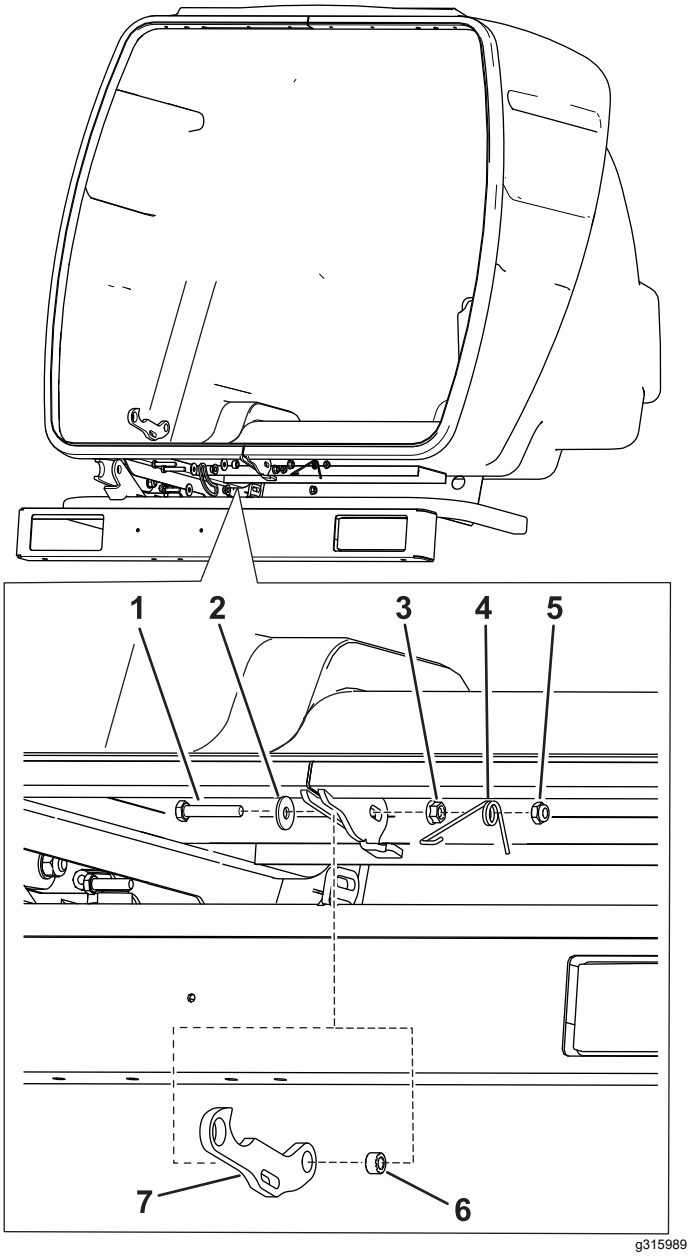

Figura 3
1. Instale el gancho y el espaciador en la tolva con un perno largo, una arandela plana, una tuerca con arandela prensada, un muelle y una contratuerca (Figura 3).